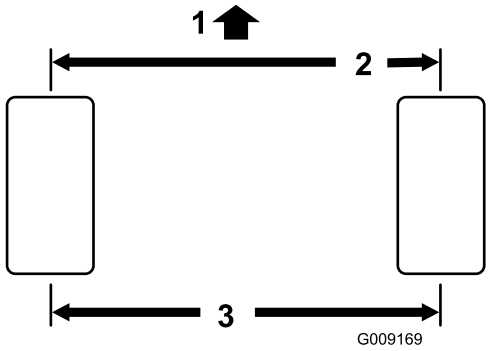

Figuur 54
2. Meet de afstand hart-tot-hart van het toespoor (ter hoogte van de assen) aan de voorzijde en de achterzijde van de stuurwielen (Figuur 54). De afstand moet aan de voorzijde van het wiel tussen 0 ± 3 mm groter zijn dan aan de achterzijde van de band. Draai het wiel 90 graden en voer de meting opnieuw uit.